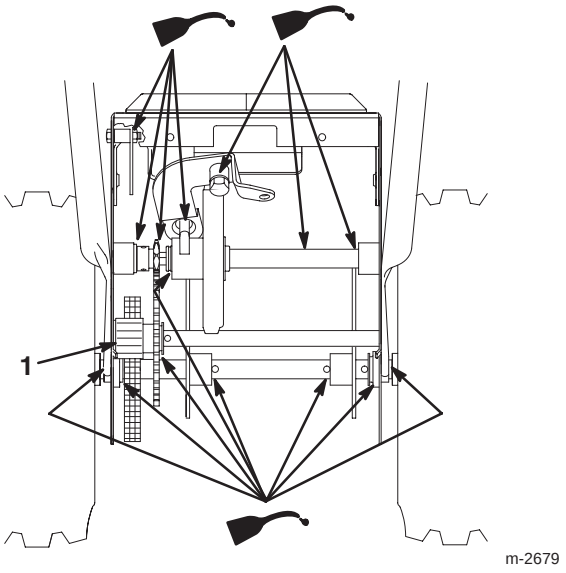

Bild 36
8. Das Achszahnrad leicht einfetten (Bild 36).